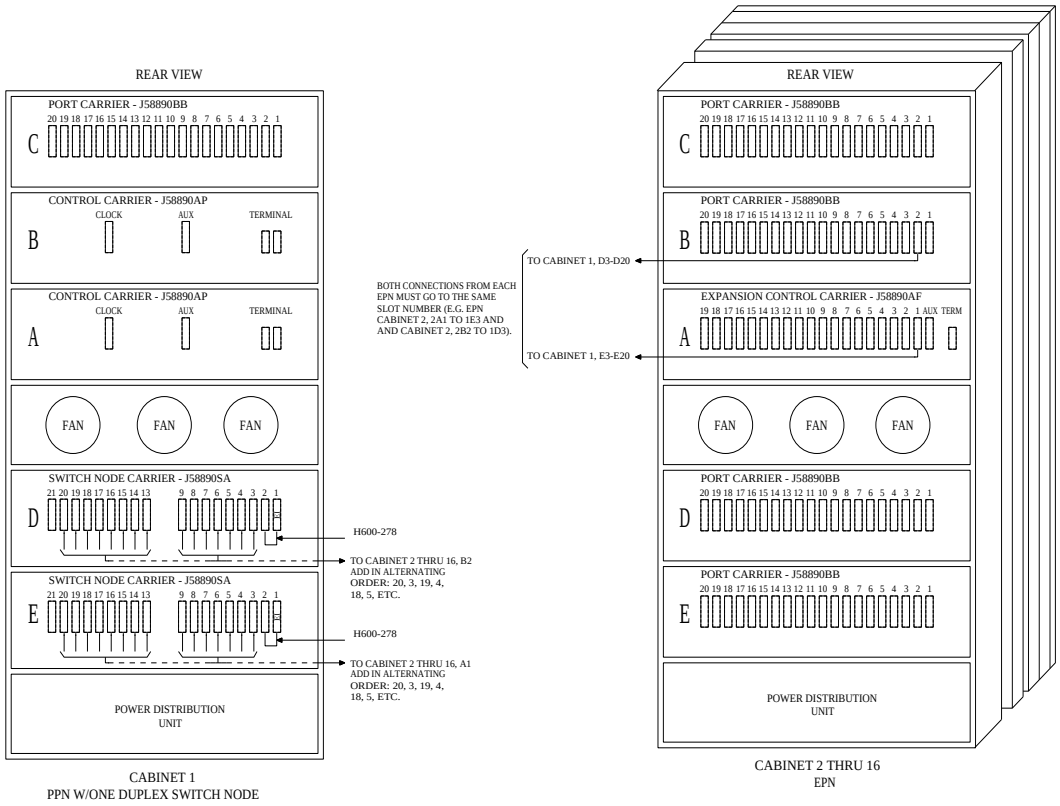

Figure 10-39. Critical-Reliability Fiber-Optic Connections through Center Stage Switch
1. Behind the PPN cabinet (See Figure 10-39):
2. Behind switch node carrier E of PPN cabinet 1 (See Figure 10-39):
4. Behind switch node carrier D of PPN cabinet 1 (See Figure 10-39):